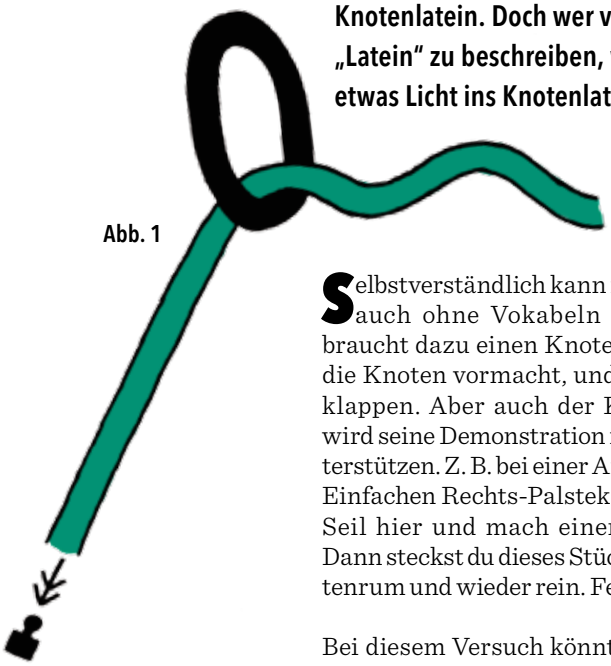

Abb. 1
I. Die beiden wichtigsten und häufigsten Begriffe sind „**stehendes**" und „**loses** Ende" (Abb. 1):